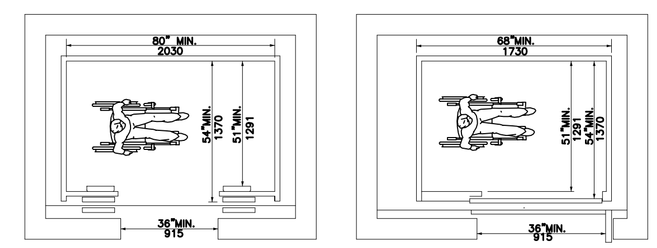

FIG. 22
4.10.9 FLOOR PLAN OF ELEVATOR CARS. THE FLOOR AREA OF ELEVATOR CARS SHALL PROVIDE SPACE FOR WHEELCHAIR USERS TO ENTER THE CAR, MANEUVER WITHIN REACH OF CONTROLS, AND EXIT FROM THE CAR. ACCEPTABLE DOOR OPENING AND INSIDE DIMENSIONS SHALL BE AS SHOWN IN FIG. 22 THE CLEARANCE BETWEEN THE CAR PLATFORM SILL AND THE EDGE OF ANY HOISTWAY LANDING SHALL BE NO GREATER THAN 1-1/4" (32mm).